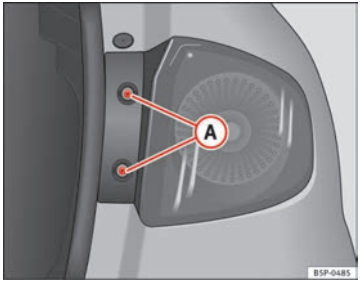

Fig. 190 Side lights and brake lights
– Remove the bolts ⇒ fig. 190 (A).